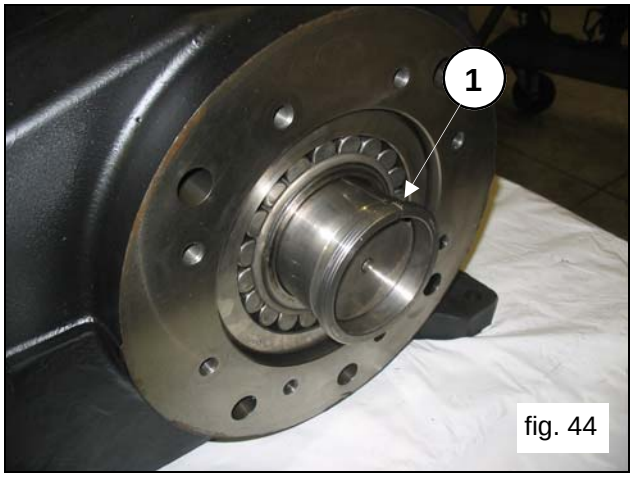

fig. 44
Manually insert the pressure sleeve to maintain the shaft aligned (pos.①, fig.44).